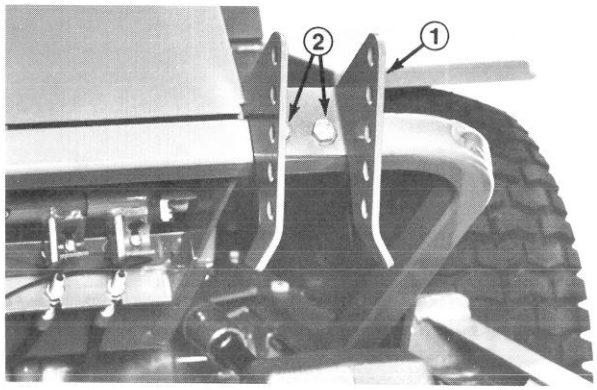

Figure 11
1. Remove capscrews, lockwashers, and nuts securing spring bracket to front frame (Fig. 11). Remove shoulder bolt and flangenut securing spring end to gear box base.